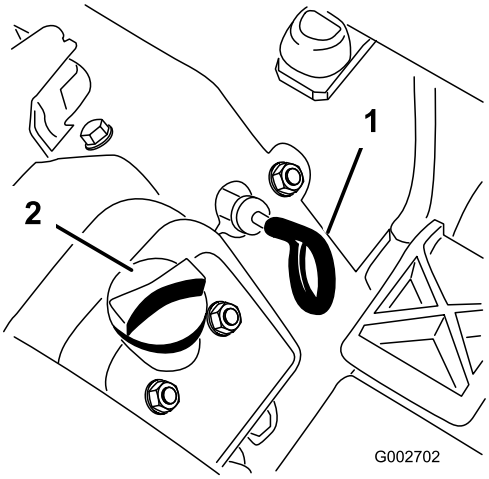

Figur 13
3. Træk målepinden op (Figur 13), og tør den af med en ren klud. Sæt målepinden i røret, og sørg for, at den er helt i bund. Tag målepinden ud af røret, og kontroller oliestanden. Hvis oliestanden er lav, skal påfyldningsdækslet tages af ventildækslet og tilstrækkeligt olie hældes på til at hæve niveauet til full-mærket på målepinden.